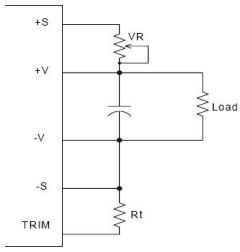
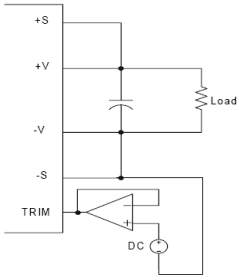

Figure1 The schematic of output voltage adjusted by using external resistor and/or variable resistor.
Figure 2 The schematic of output voltage adjusted by using external DC voltage.
4. The output adjustment circuit and trim equations show as figure1 and figure2.